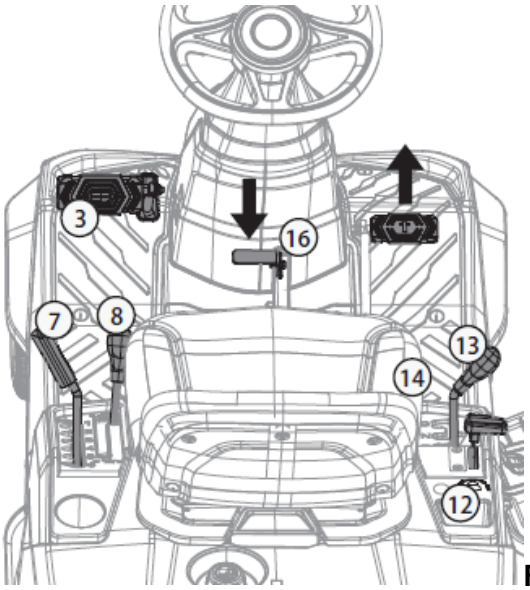

Rys. 17
•Powoli przesuń dźwignię wyłącznika koszenia (Rys. 17, poz. 8) do przodu, aby uruchomić noże, następnie przesuń dźwignię w lewo, aż do zabezpieczenia.
• Wciśnij całkowicie pedał hamulca (Rys. 17, poz. 3) i włącz hamulec postojowy (Rys. 17, poz. 16).
• Aby wyłączyć koszenie pociągając dźwignię (Rys. 17, poz. 8) w prawo, następnie do siebie. Aby zabezpieczyć przesuń w lewo.
• Ustaw dźwignię gazu (Rys. 17, poz. 14) w pozycji „WOLNEJ”.
• Ustaw żądaną wysokość koszenia (Rys. 17, poz. 7)
• Przed opuszczeniem maszyny zawsze wyjmuj kluczyk (Rys. 17, poz. 12) ze stacyjki
Aby włączyć tryb koszenia wstecznego w tej kosiarce, przekręć kluczyk zapłonu (Rys. 17, poz. 12) do pozycji RSO.